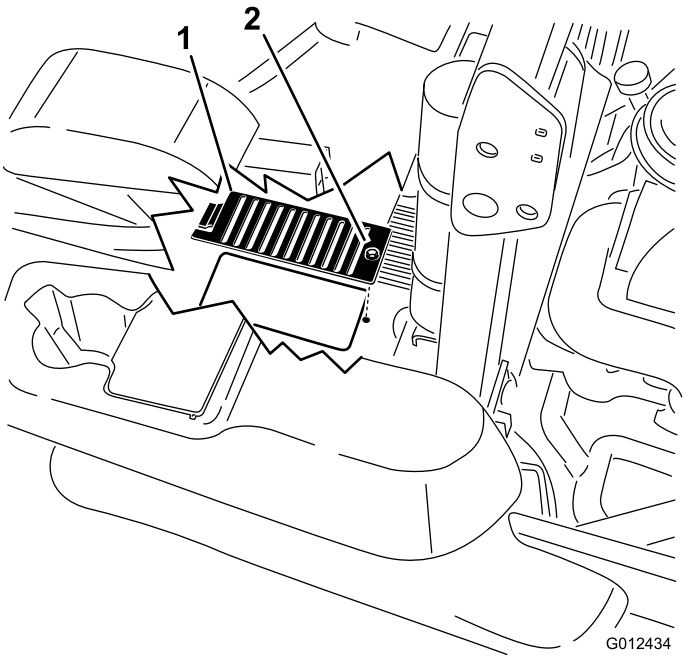

Figur 73
6. Ta bort skyddet och dess skruv ovanför varje oljesticka. Rengör runt varje oljesticka och hydraulenhet (Figur 73).